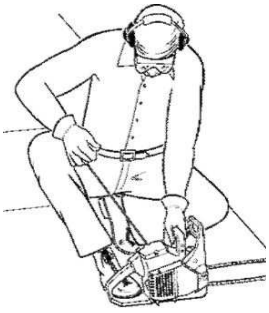

Рис.18
- Левой рукой удерживайте пилу за переднюю ручку (не за рычаг тормоза цепи!), правой ногой – за нижнюю часть задней ручки (рис. 18).
- Левой рукой удерживайте пилу за переднюю ручку, правой ногой – за нижнюю часть задней ручки (рис. 18).